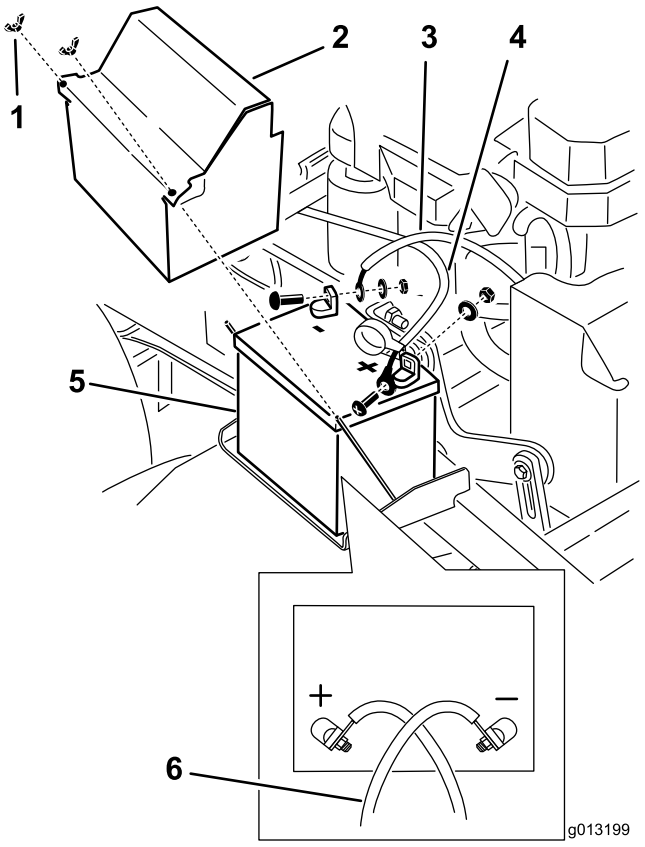

Figure 52
3. Débranchez le câble négatif de la batterie de la borne négative (-) de la batterie (Figure 52).
4. Enlevez le capuchon rouge de la borne positive (rouge) de la batterie. Débranchez ensuite le câble positif (rouge) de la batterie (Figure 52).
5. Déposez la plaque de maintien de la batterie (Figure 52) et enlevez la batterie.
1. Placez la batterie sur la machine (Figure 52).
3. Commencez par relier le câble positif (rouge) à la borne positive (+) de la batterie avec un écrou, une rondelle et un boulon (Figure 52). Glissez le capuchon de caoutchouc sur la borne de la batterie.
4. Reliez ensuite le câble négatif et le câble de masse à la borne négative (-) de la batterie avec un écrou, une rondelle et un boulon (Figure 52).
Remarque: Les câbles de la batterie se croisent quand ils sont correctement installés (Figure 52).